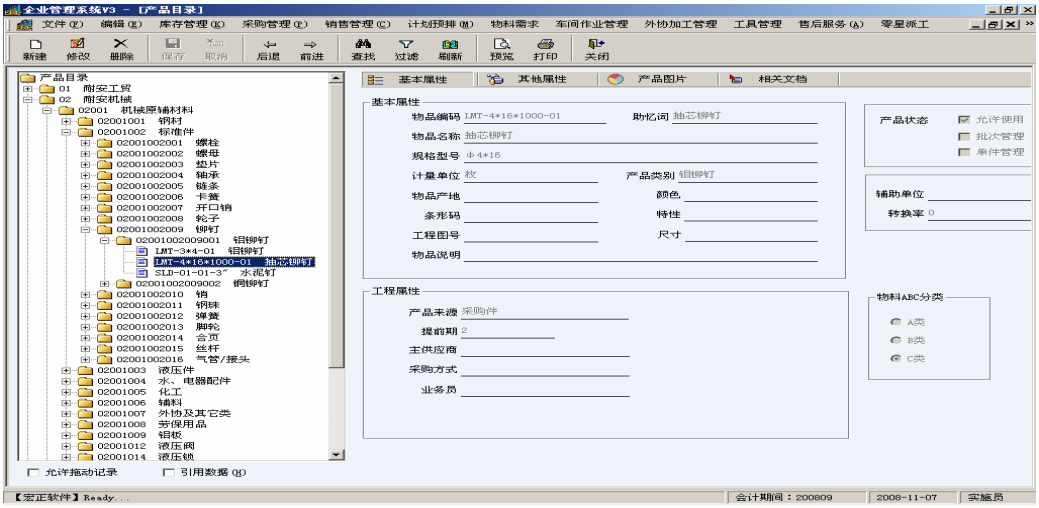

图 2-1-02-01 物料——基本属性——建产品目录
(2) 产品目录。在系统主界面，选择 ［基础数据管理］→［产品目录］，输入产品目录的信息。注：有类别才能有目录，且目录是类别中最明细的一级,如图 2-1-02-01